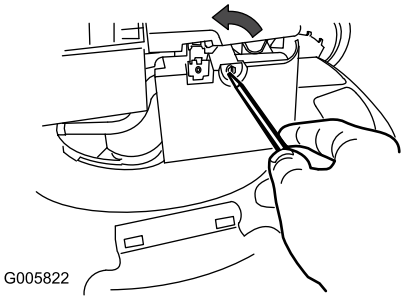

Rysunek 34
2. Otwórz pokrywę filtra powietrza, używając wkrętaka (Rysunek 34).